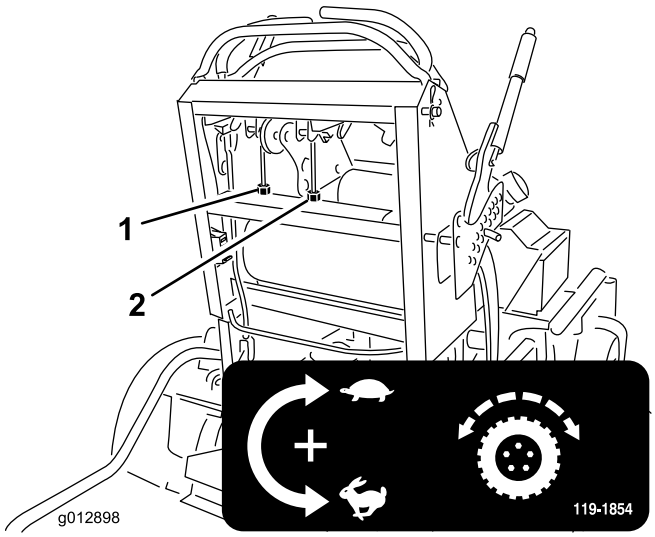

Bild 56
4. Drehen Sie die rechte Kabeleinstellung so, dass der rechte Fahrantriebshebel in der Mittel des Arretierungsschlitzes für Neutral am Armaturenbrett ist. Drehen Sie dann das linke Kabel um Vierteldrehungen, bis die Spur der Maschine gerade ist (Bild 56).